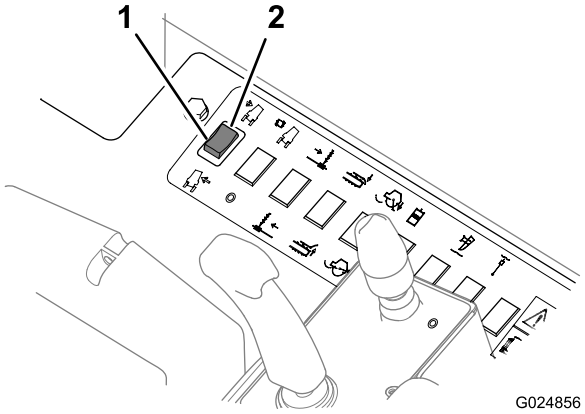

Figura 51
- Presione la parte superior de este interruptor (Figura 51) para inclinar la máquina a la derecha en una pendiente.
- Presione la parte inferior de este interruptor (Figura 51) para inclinar la máquina a la izquierda en una pendiente.